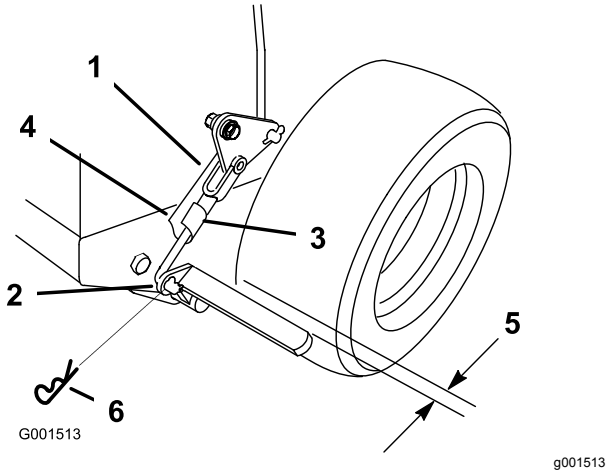

Figur 44
3. Avlägsna fjäderns hårnålssprint från den nedre bromslänken (Figur 44).
4. Vrid det nedre bromslänkoket medurs in i oket för att dra åt parkeringsbromsen eller moturs ut ur oket för att lossa parkeringsbromsen (Figur 44).
Obs: När parkeringsbromsen är frikopplad är spelet mellan däcket och den platta stången ca 6 mm (Figur 44).
5. Fäst den nedre länken i den nedre bromsspaken med hjälp av hårnålssprinten och sprintbulten (Figur 44).